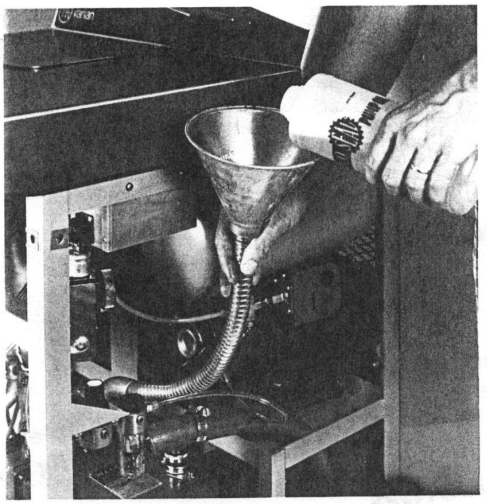

Figure 6-6.
9. Refill with proper charge of fresh oil (see Figure 6-6). The standard 5.6 cfm pump requires 2.3 quarts of Welch Pump oil. The optional 10.6 cfm pump requires 2.5 quarts of Welch Pump oil.